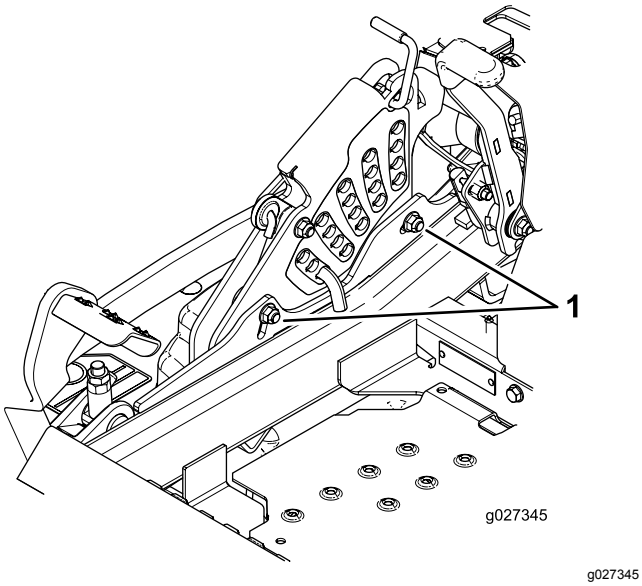

Figur 97
12. Lossa de två skruvarna längst ned på klipphöjdsplattan för att justera enkelpunktssystemet (Figur 97).